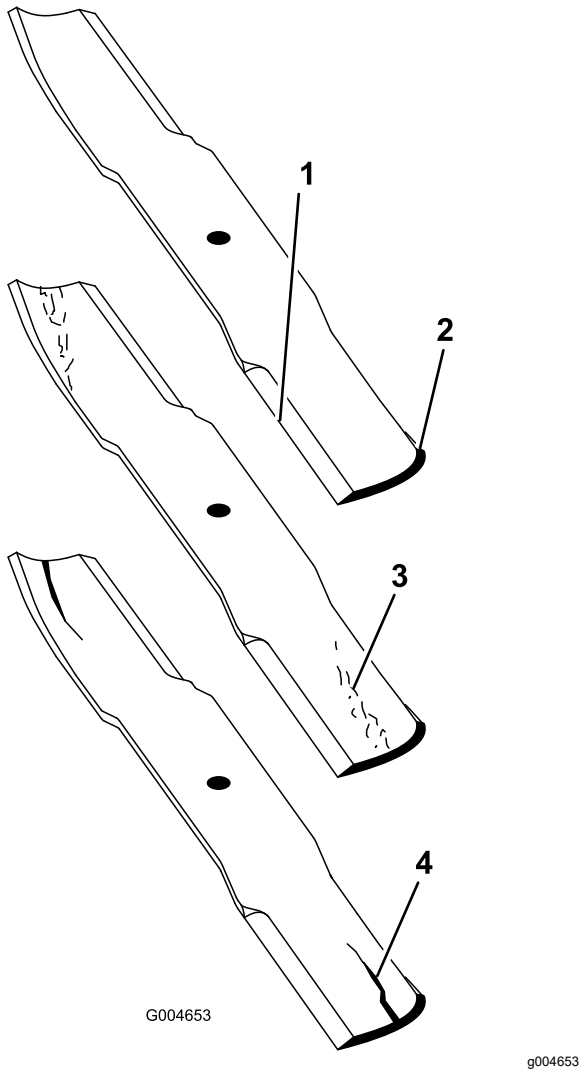

Figur 131
2. Undersök knivseggarna noggrant, i synnerhet där knivens flata och böjda del möts (Figur 131).
Obs: Kontrollera kniven innan du använder gräsklipparen, eftersom sand och slipande material kan slita bort metallen mellan knivens flata och böjda delar. Byt ut kniven om den är sliten (Figur 131).